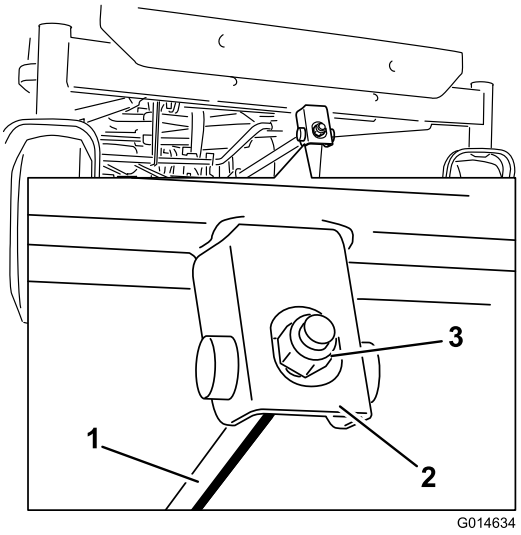

Figur 61
6. Den langsgående knivhældning justeres ved at dreje justermøtrikken forrest på plæneklipperen (Figur 61).